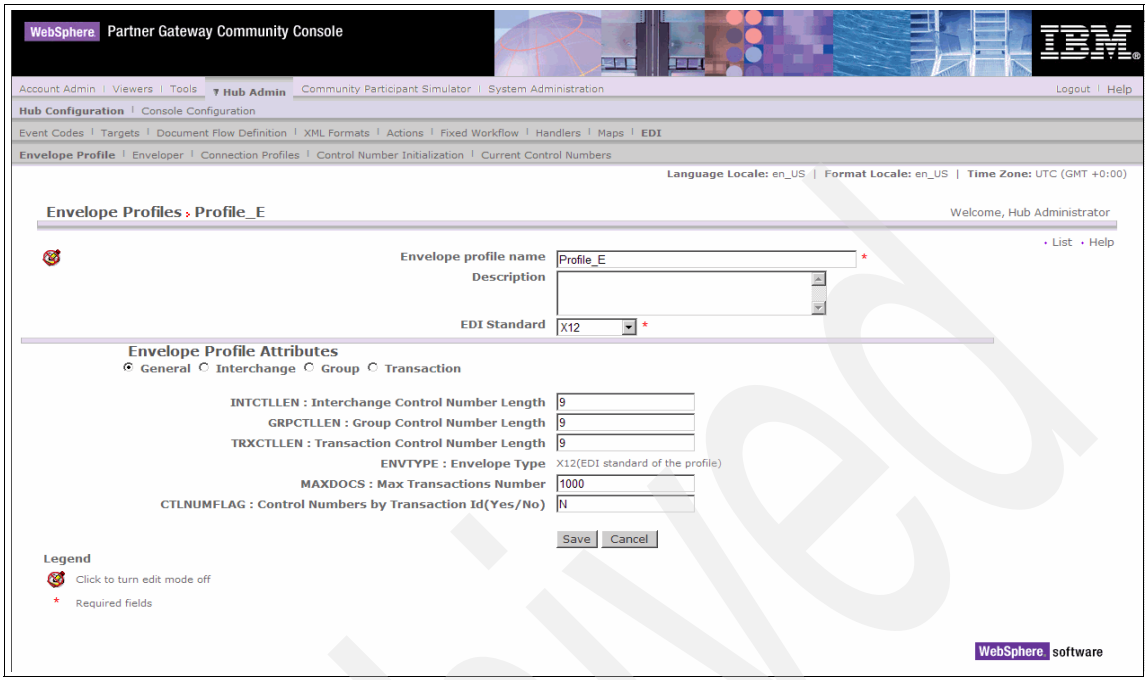

Figure 19-22 General Attributes for the Envelope Profile Profile_E
respectively. The default values for these attributes in WebSphere Partner Gateway Enterprise is 9 (see Figure 19-22 on page 652).
d. Select the CTLNUMFLAG as **N,** set by default in WebSphere Partner Gateway. See Figure 19-22 on page 652.